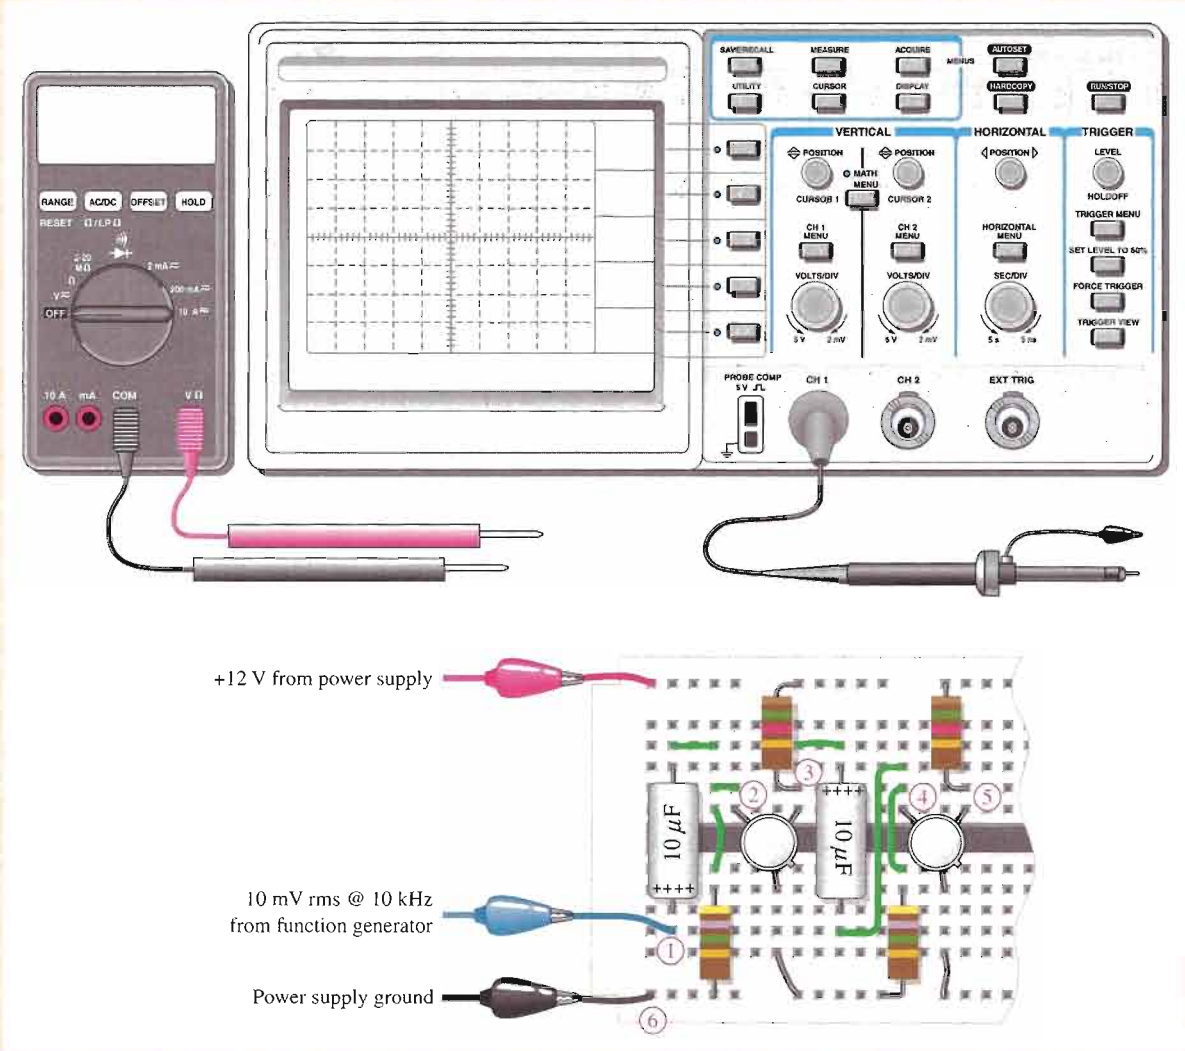

FIGURE 8–31
- Determine the gain of each stage for each set of measurements in Figure 8–32.
- Assuming the maximum theoretical gain can be achieved for V_{DS} centered at 6 V by careful selection of the MOSFETs for maximum g_m and typical I_{DSS}, how many stages will be required to match the maximum gain of the BJT amplifier in Figure 8–28? Remember to take into account the attenuation, if any, of the input circuit.
▲ **FIGURE 8–32**